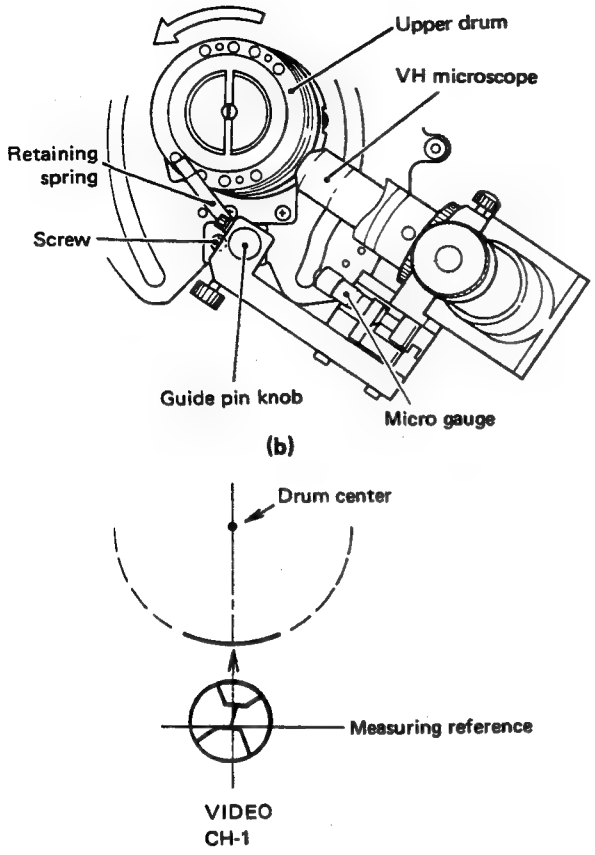

Fig. 2-58 VH microscope setting
4. Refer to Fig. 2-58(a) and set the VH microscope support onto the guide pin.
5. As indicated in Fig. 2-58(b), position the microscope on the take-up reel side. Adjust the angle so that it is perpendicular to the upper drum (Fig. 2-58(c)) and tighten the screw (use a 2.4 mm hexagonal wrench).